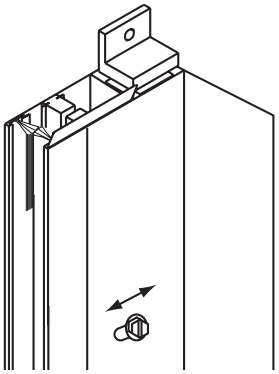
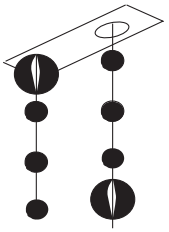

*Figure 12*
*Figure 14*
⑪ After again checking operation, re-position side channels, if necessary, to properly adjoin the head box. Note that channels that are “drilled for jamb” with the adjustable mounting angles attached are designed to help keep the channels plumb and parallel in non-squared openings. The slots in the mounting angles with the side channel attachment screw allow for an adjustment of up to 3/8". This feature allows the channel to be correctly positioned while allowing the mounting angles to be fastened tight against the jamb (see Fig. 12). For outside mount side channels, there is no surrounding jamb, so proper positioning is easier. Install all fasteners in side channels, being careful to keep channels square to the head box and parallel to each other. After checking fabric alignment and channel positioning, return shade to full open position and re-insert the fabric into the side channels. Be sure that the slat bar at the bottom of the fabric is exactly centered. Run the shade through several more cycles to confirm proper operation.
the down stop. Next, open the shade to the fully open position—the slat bar will be all the way up but still fully visible and not entered into the headbox (see Fig. 12). Attach the other stop ball to the very top part of the back sec tion of the exposed chain. This is the up stop (see Fig. 14).